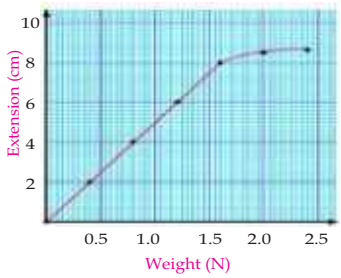

Fig 5.12
6. The spring obeys Hooke's law for the earlier extensions and when the spring becomes damaged it does not appear to do so; Fig 5.12. Estimate, from graph, after addition of which weight the spring damaged.